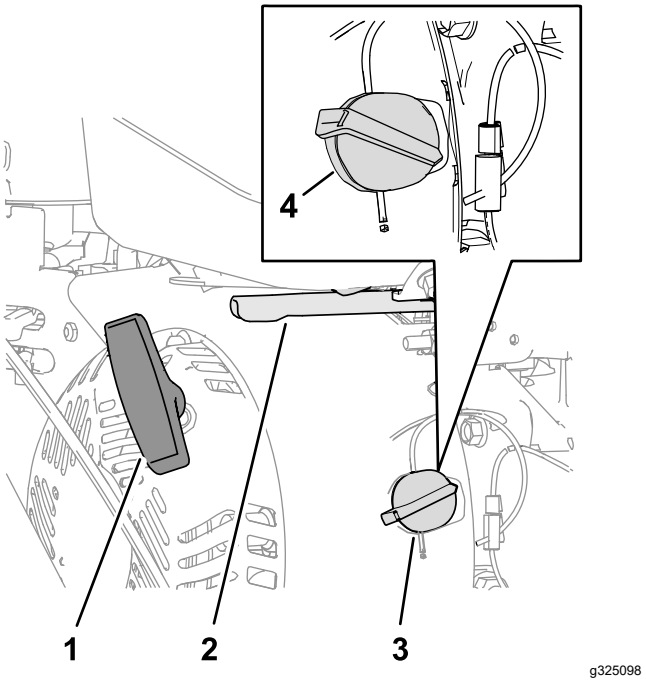

Figur 12
1. På høyre side av motoren, vri av/på-bryteren for motoren med klokken til PÅ-stillingen (Figur 12).
3. Flytt gasspaken til midtveis mellom LANGSOMT- og HURTIG-stillingene på høyre, bakre side av motoren (Figur 12).
4. Dra sakte i motorens starthåndtak, og stopp når du kjenner motstand (Figur 12).
2. Flytt gasspaken til midtveis mellom LANGSOMT- og HURTIG-stillingene (Figur 12).
3. La motoren gå i minst 15 sekunder, og vri så av-/på-bryteren for motoren til AV-stillingen for å stoppe motoren (Figur 12).